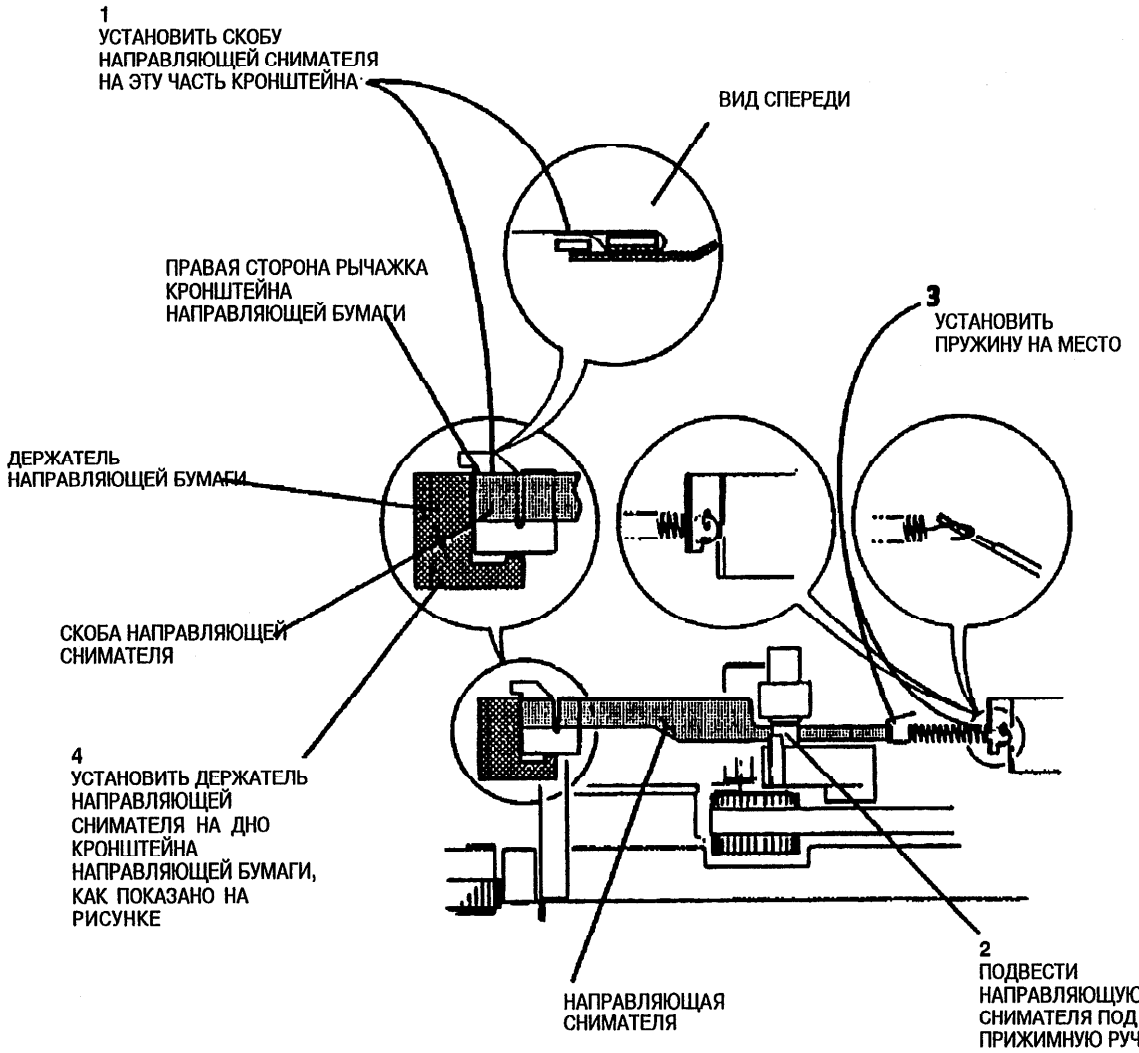

Рис. 2. Установка направляющей снимателя и держателя направляющей
1. (Рис. 2): Установить направляющую снимателя и держатель.